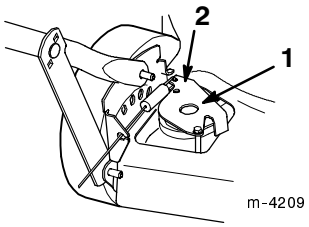

**Figure 34**
**3.** Push the drive bracket down until it contacts the lawn mower, then hold it in place (Fig. 34).